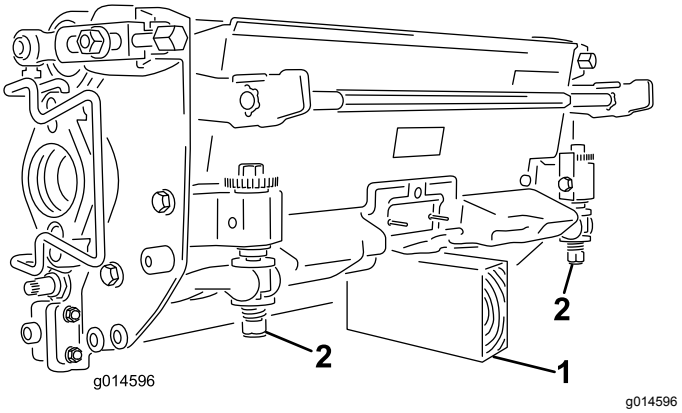

**Rysunek 48**
***Ważne:*** **W przypadku konieczności przechylenia jednostki tnącej należy podeprzeć jej tylną część w taki sposób, aby nakrętki śrub regulujących listwy ostrza nie opierały się na powierzchni roboczej (Rysunek 48).**